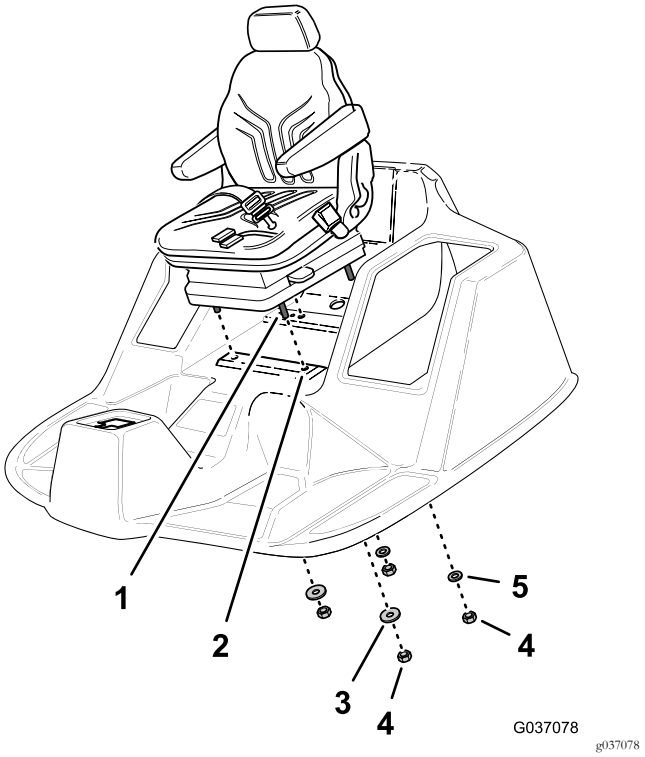

Figure 15
3. Alignez les 4 vis d'assemblage (8 x 40 mm) du nouveau siège et les trous de la plate-forme du conducteur (Figure 15).
5. Vissez les 2 contre-écrous (8 mm) et les 2 rondelles (5/16" x 1") sur les 2 vis avant à la main (Figure 15).
6. Vissez les 2 contre-écrous (8 mm) et les 2 rondelles (8 x 17 mm) sur les 2 vis arrière à la main (Figure 15).
6. Vissez les 2 contre-écrous (8 mm) et les 2 rondelles (5/8 x 1 po) sur les 2 autres vis à la main (Figure 15).